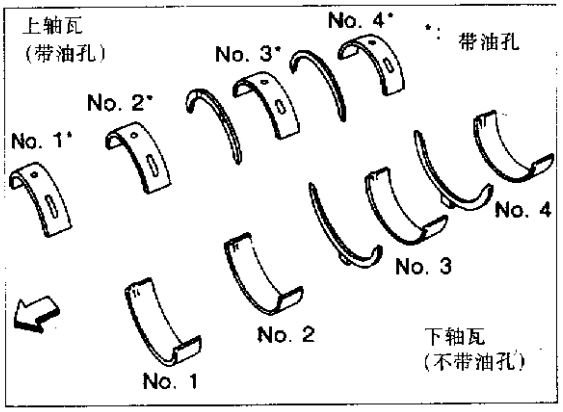

图2-9-17
①见图2-9-17,把主轴瓦装在汽缸体和主轴承盖的确定位置上。